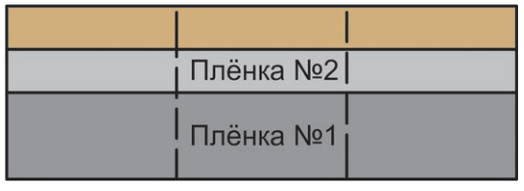

Рис. 15. Тыльная сторона коньково-карнизной черепицы Döcke.
7.1.1 Перед укладкой гонта коньково-карнизной черепицы Döcke на крышу снимите плёнку №1 с тыльной стороны гонта (рис. 15). Плёнку №2 снимать не требуется.